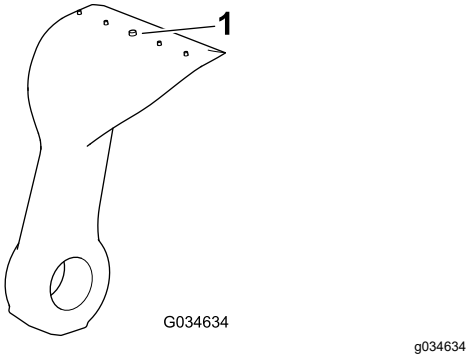

Figur 76
5. Inspiser hver kniv for slitasje ved hjelp av slitasjelinjen (Figur 76). Skift kniven når den er slitt ned til slitasjelinjen.